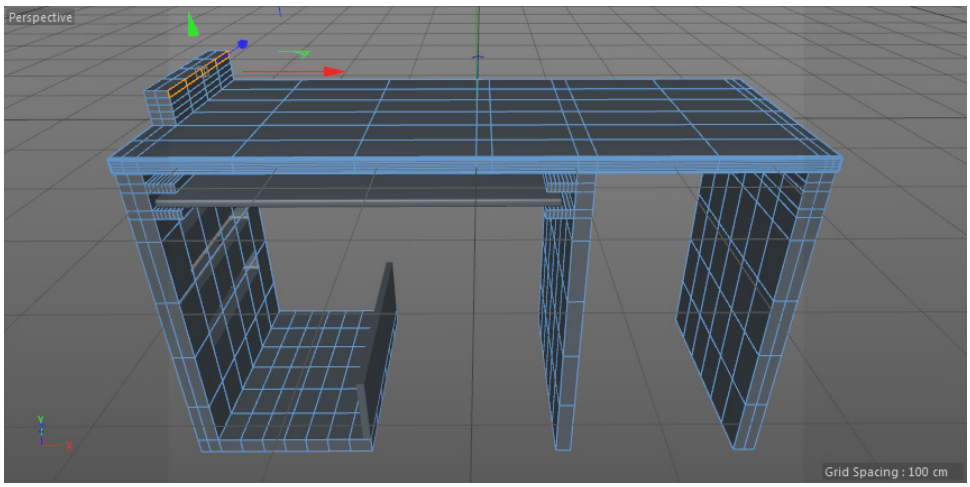

Figure 3-100 *The selected polygons of Computer table*
6. Choose the **Live Selection** tool from the Command Palette and make sure that the **Visible Only** check box is selected. Now, select the polygons of *Computer table*, as shown in Figure 3-100.